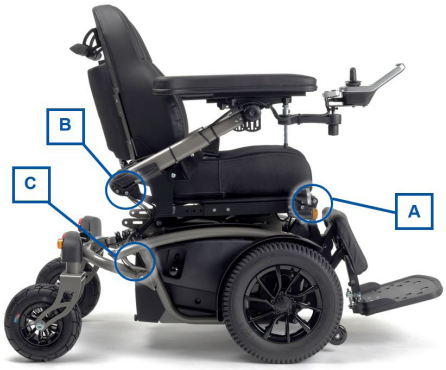

Figura 1
4. Fissare saldamente al veicolo il telaio della carrozzina utilizzando il sistema di ancoraggio con cinghie (vedere la Figura 1).